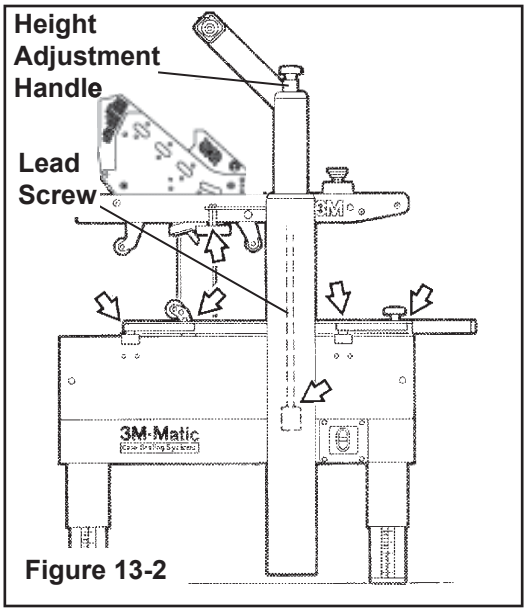

Figure 13-2
Figures illustrate the frame points which should be lubricated every 250 hours of operation. Lubricate the rotating and pivoting points noted by the arrows with Silicone. At the same time, a small amount of Silicone should be applied to the end of each spring where the loop is secured to an eyelet **(Figure 13-2).**
- Synthetic Silicone Spray may be used on Lead Screw **(Figure 13-2).**